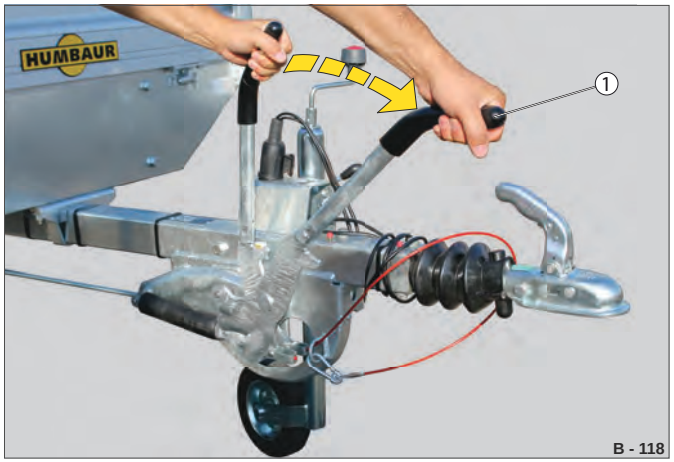

Fig. 87 Frigørelse af håndbremse
▶ Tryk håndbremsehåndtaget (Fig. 87 /1) over kraftpunktet og helt nedad imod koblingen.